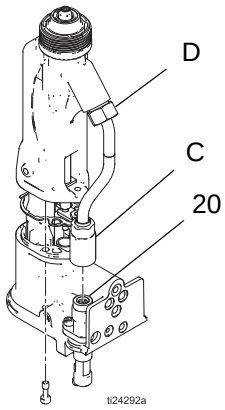

FIG. 15 Clean the Inline Fluid Filter
6. Remove the bottom fluid tube fitting (C) and fluid filter (20). See FIGURE 15. Clean the filter in compatible solvent.